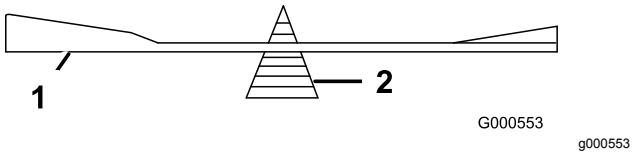

Figur 91
2. Sjekk knivens balanse ved å legge den på en balanseringsinnretning (Figur 91).
Merk: Hvis kniven ikke er i balanse, filer du bort litt av metallet på enden av vingeområdet (Figur 91).